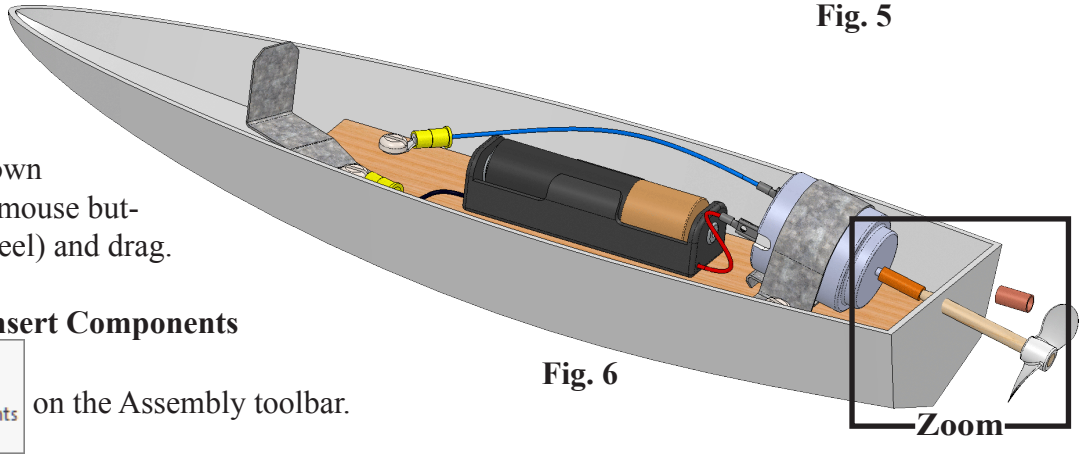

Fig. 6
Step 2. Rotate view, **Fig. 6**. Hold down middle mouse button (wheel) and drag.
Step 4. **Browse** and place **BUSHING** as positioned in **Fig. 6**.
Step 1. Zoom in around **Bushing and Prop Shaft**, **Fig. 6**. To zoom, place the cursor over the Bushing and Prop Shaft area and spin the wheel on mouse back. While spinning the wheel keep cursor on the Bushing and Prop Shaft.